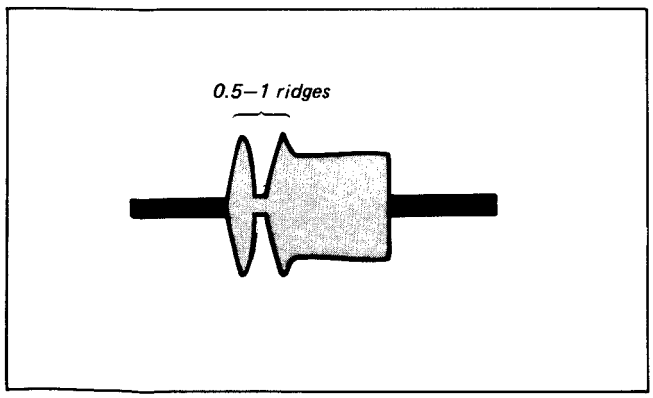

Fig. 2-57
2) Turn guide No.3 (TG-3) counterclockwise until the waveform on the inlet side becomes one or 0.5–1 ridges (See Fig. 2-57).